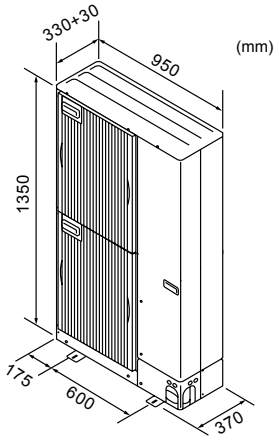

Fig. 2-2
2.3. Außenmaße (Außenanlage) (Fig. 2-2)